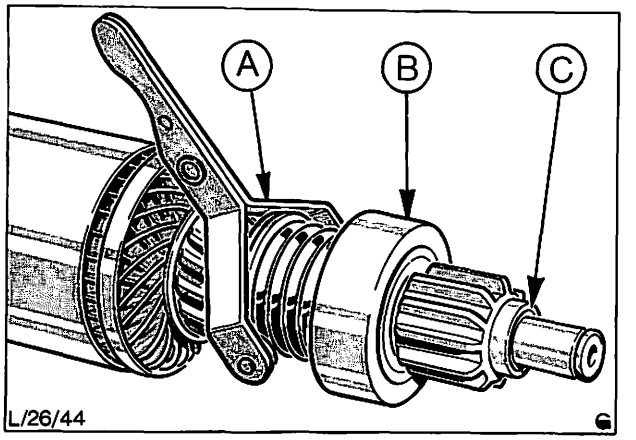

Abb. 48 A = Einrückgabel
15. Kompletten Ritzelantrieb auf die Ankerwelle schieben. Mit einem Rohrstück passender Größe erst Anlaufring, dann Sicherungsring in seine Nut auf Ankerwelle treiben, und mit einem geeigneten Aufzieher den Anlaufring über den Sicherungsring ziehen. Zusammengebauter Ritzelantrieb siehe Abb. 48.